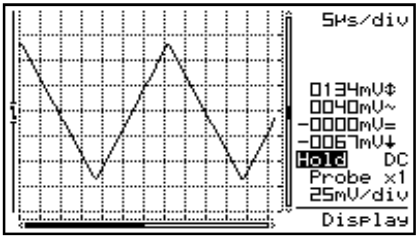

Fig 15
- A **full grid** divides the screen into reference lines. **(Fig. 15)**
- **Volledig raster:** verdeelt het scherm in referentielijnen. **(Fig. 15)**
- **Une grille en trait plein** divise l'écran en lignes de référence. **(Fig. 15)**
- **Voller Raster :** verteilt den Schirm in Bezugslinien. **(Abb. 15)**